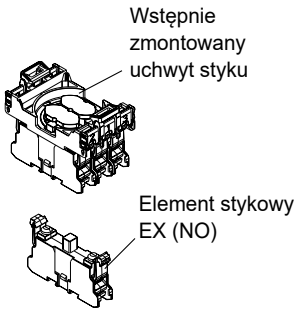

Rys. 2
2. Na wstępnie zmontowanym uchwycie styku (z trzema elementami stykowymi na pierwszym poziomie) zamontować czwarty element stykowy EX (NO) na drugim poziomie w pozycji środkowej (patrz rys. 2).